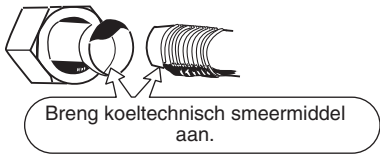

Afb. 5-4
(1) Gebruik een afsluitdop of watervaste tape om te voorkomen dat stof of water in de leidingen kunnen komen voor gebruik.
(2) U moet smeermiddel voor koelsystemen (synthetische olie) aan de binnenkant van de afsluitende moer en wartel van de trompaansluiting gebruiken voor u de leidingen met elkaar verbindt. Dit helpt gaslekkage te voorkomen. (Afb. 5-4)